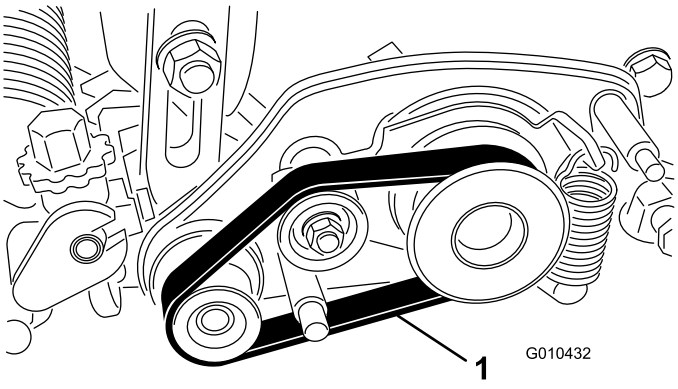

Figur 29
2. Fjern remmen fra den drevne remskive, styreremskiven og remskiven (Figur 29)